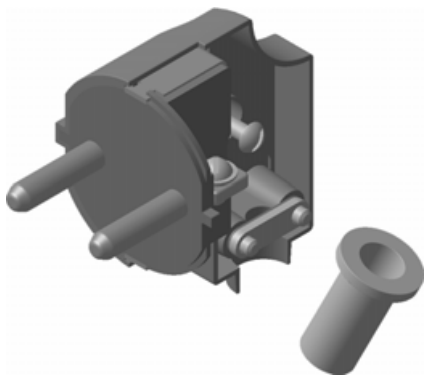

Рис. 7.76
- Добавьте в сборку деталь **Предохранитель проводов** и предварительно расположите ее так, как показано на рис. 7.76.